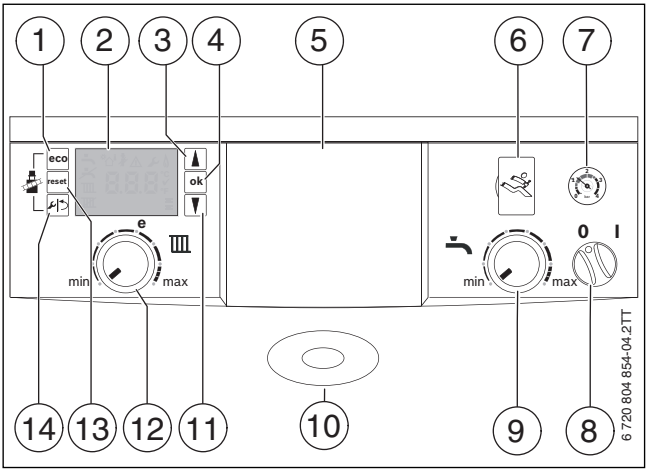

Afb. 5 Bedieningspaneel bij geopende afdekking
- weersafhankelijke regelaar in de ketel ingebouwd, → afb. 5, [5].